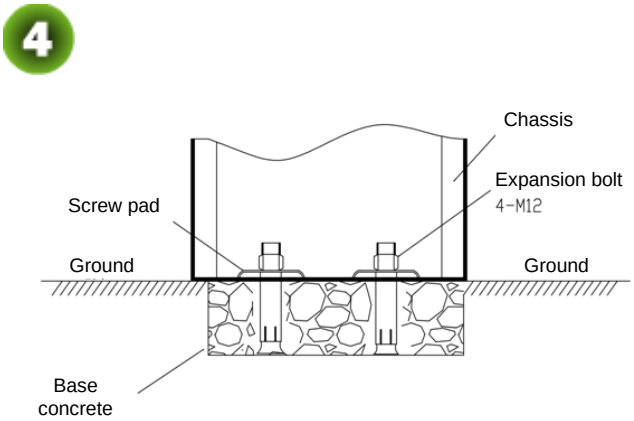

Figure 2-3D
4) Install screw pads and use a wrench to tighten nuts, as shown in Figure 2-3D.